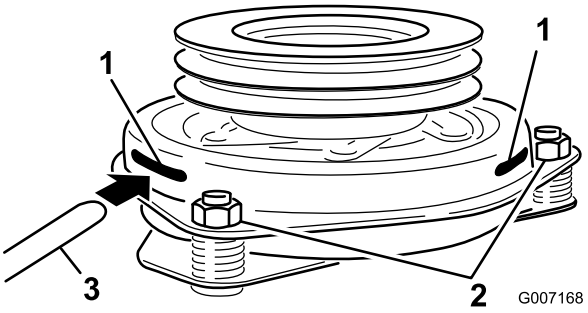

Figur 63
2. Bolter (2) og mutre for clutchens stropp
8. Sett et 0,381–0,533 mm følerblad gjennom én kontrollslisse på siden av enheten. Påse at det er mellom armaturen og rotorens friksjonsoverflater (Figur 63).
9. Stram låsemutrene til følerbladet sitter fast, men er løst nok til at det beveger seg lett i luftgapet (Figur 63).